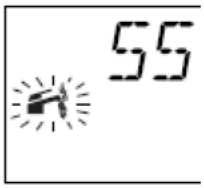

рис. 9.16
• Над дисплее LCD изменение отображается через поочерёдное возгорание символов, как показано на рис. 9.16.